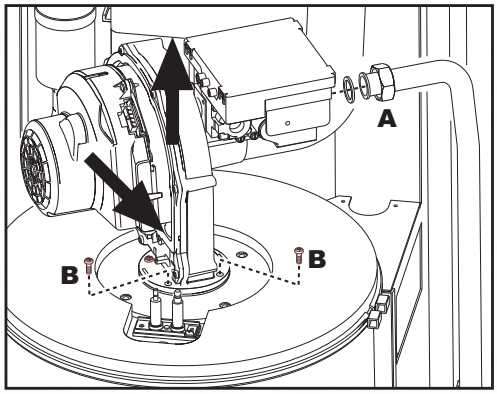
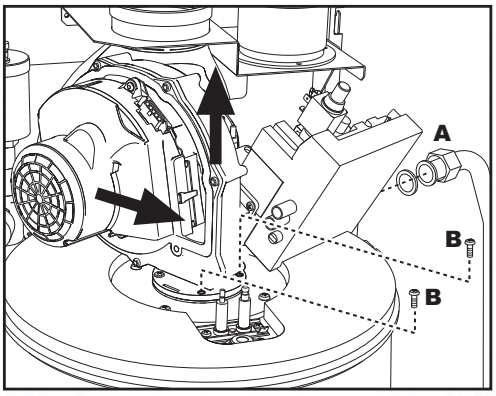

fig. 29 - model ENERGY TOP W 70 - W 80
fig. 30 - model ENERGY TOP W 125
4. Unscrew the gas valve (**e**) fixing ring fig. 29"A"fig. 30.
5. Undo the two fixing screws **"B"** and remove the fan assembly as indicated in fig. 29 for the model **ENERGY TOP W 70 - W 80** and in fig. 30 for the model **ENERGY TOP W 125**.